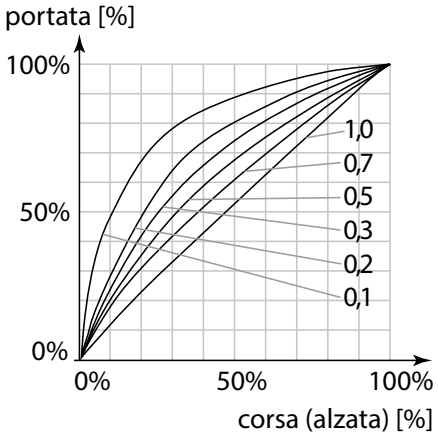

Fig. 3
2. Caratteristica lineare della valvola di regolazione (Fig. 3)